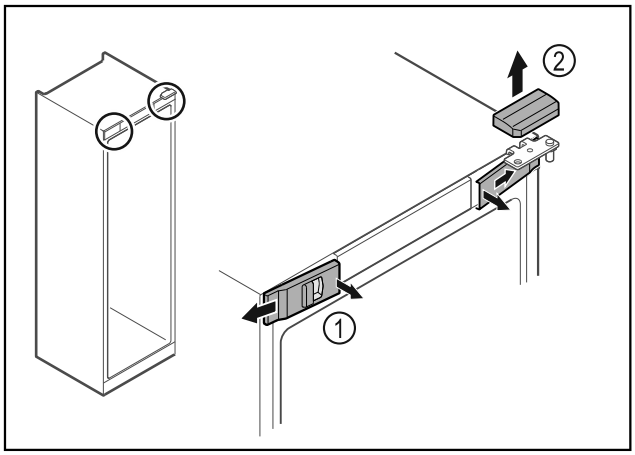

Fig. 10
▶ Décrocher les caches avant *Fig. 10 (1)* du côté intérieur et les retirer vers l'extérieur.
▶ Retirer le cache supérieur *Fig. 10 (2)* vers le haut.